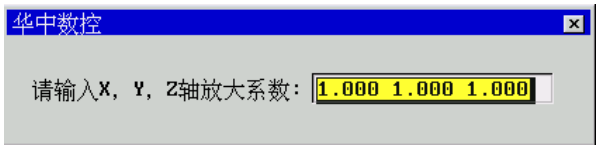

图 8.2.14　输入 X、Y、Z 轴放大系数
(5) 输入显示起始坐标 X、Y、Z 的坐标值；
(6) 按 Enter 键，弹出如图 8.2.14 所示对话框；